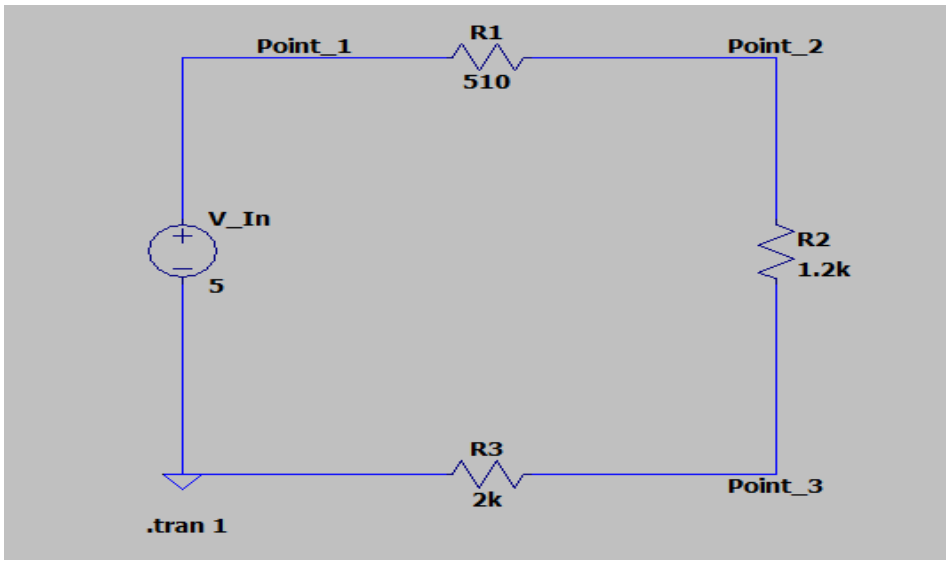

Fig. 1. LTSpice Voltage Divider Circuit with Values
- Figure 1 shows an example schematic of the voltage divider circuit.